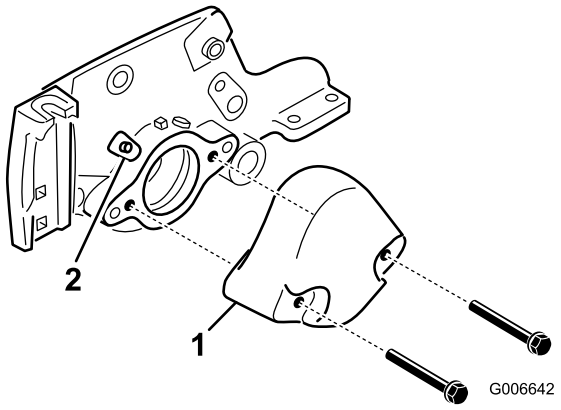

Figura 3
3. Togliete i due bulloni che fissano il contrappeso all'estremità sinistra dell'apparato di taglio. Togliete il contrappeso (Figura 3).
4. Togliete il raccordo d'ingrassaggio diritto dalla sede del cuscinetto e sostituitelo con il raccordo a 45 gradi (Figura 3). Il raccordo deve essere rivolto verso la parte superiore dell'apparato di taglio.